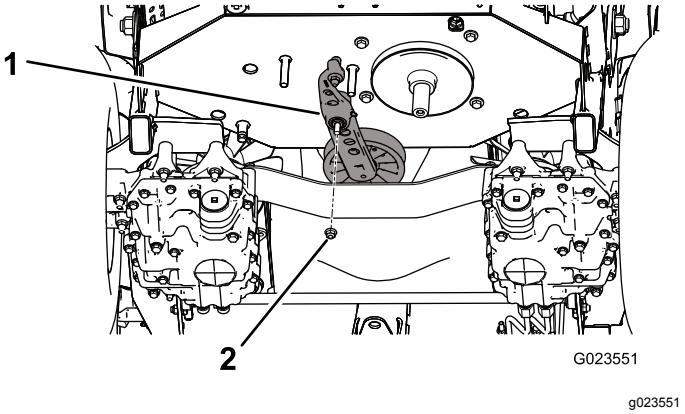

Рисунок 57
5. Выверните гайку крепления натяжителя в сборе к раме (Рисунок 57).